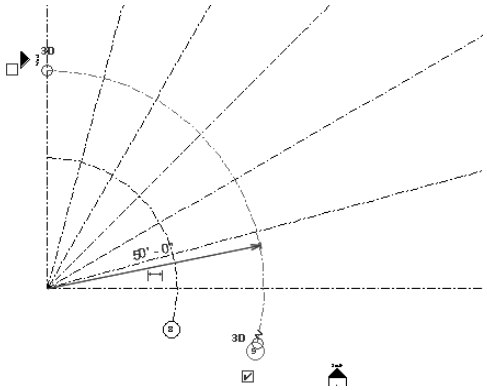

Figure 3-60 *The curved grid lines created*
19. Now repeat steps 15 to 18 to create a curved grid line with a radial distance of **50'** from the start point of the first grid, refer to Figure 3-60.